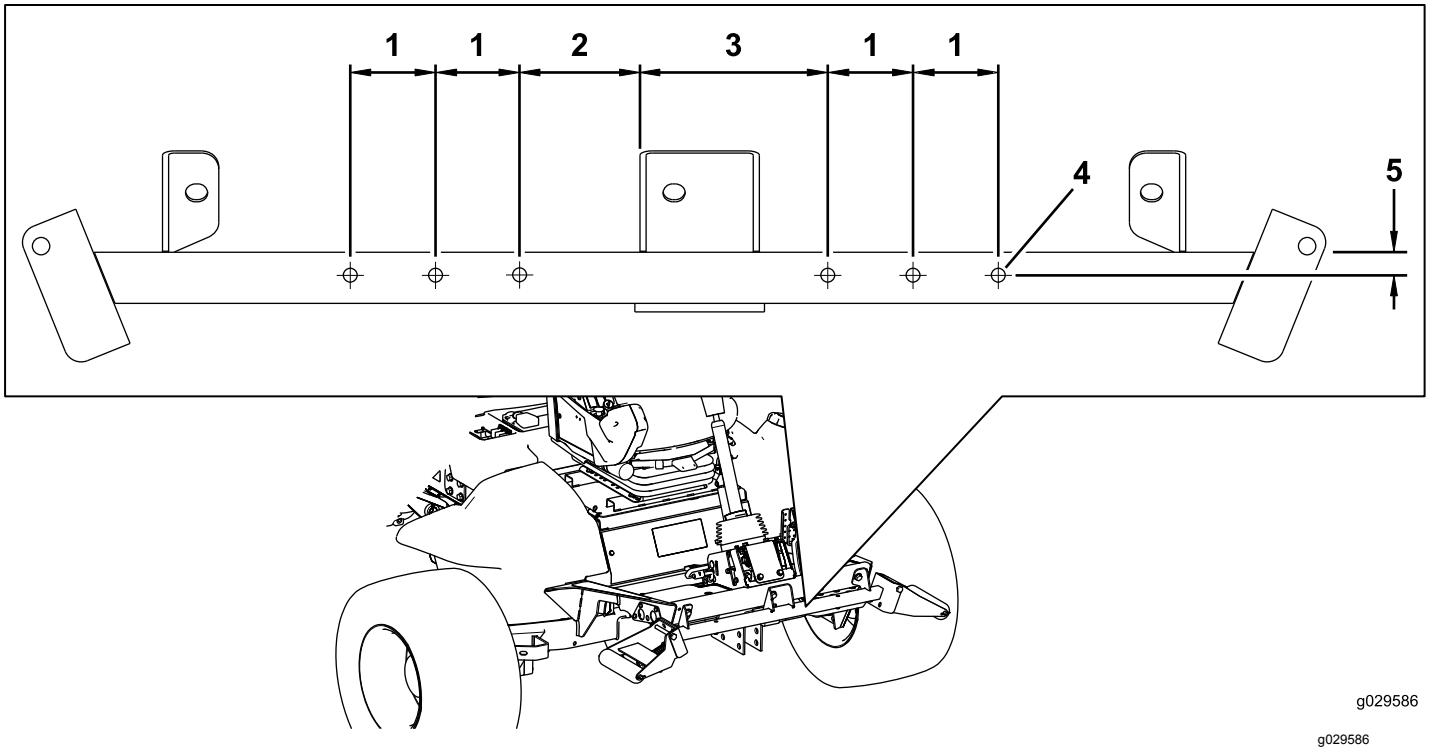

Figur 2
5. Brug de mål, der er vist i Figur 2, til at finde og bore seks huller (1 cm) gennem begge vægge på rullens støtterør.